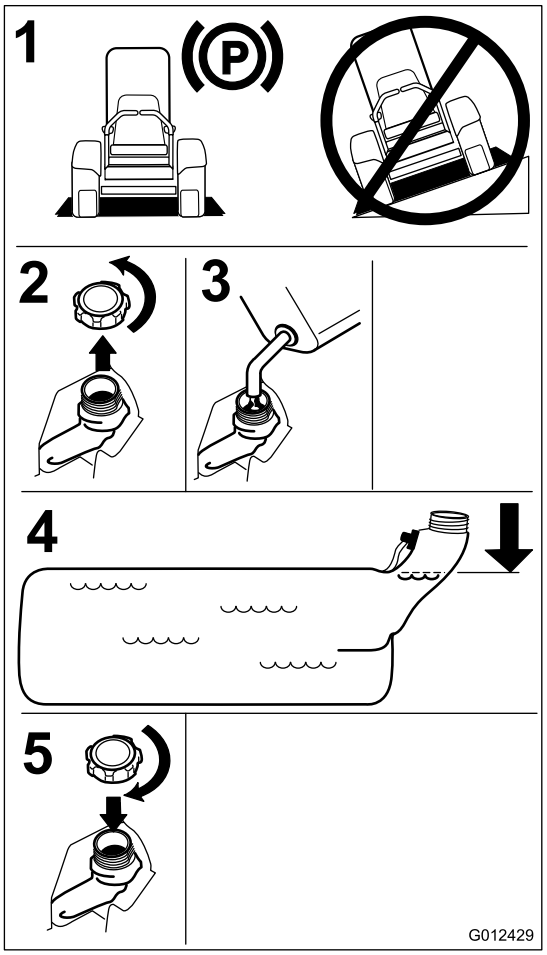

**Figure 7**
4. Remplissez le réservoir de carburant jusqu'à la base du goulot de remplissage. Laissez un espace vide au-dessus pour permettre à l'essence de se dilater (Figure 7).